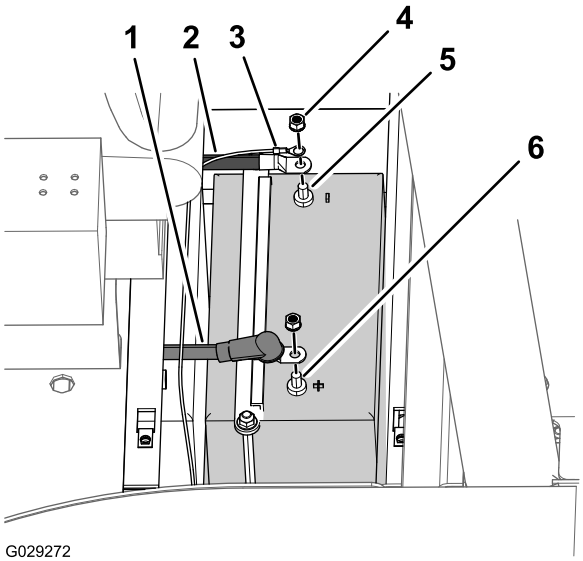

Figura 115
6. Remova a porca autotravante (3/8 pol.) que prende o cabo negativo da bateria e o terminal ao polo negativo da bateria e remova os cabos da bateria (Figura 115).
7. Recue a capa isoladora e remova a porca autotravante (3/8 pol.) que prende o cabo positivo ao polo positivo da bateria e remova o cabo da bateria (Figura 115).
1. Fixe o cabo positivo ao polo positivo da bateria (Figura 115) com a porca autotravante (3/8 pol.) removida no passo 7 do tópico Preparação para desconexão dos componentes (página 75).
3. Fixe o cabo negativo ao polo negativo da bateria (Figura 115) com a porca autotravante (3/8 pol.) removida no passo 6 do tópico Preparação para desconexão dos componentes (página 75).